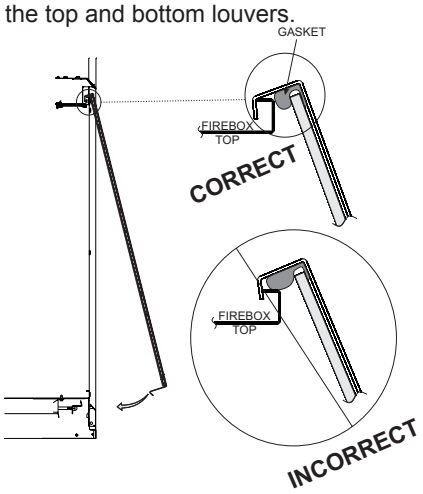

Figure 99
1. When installing the Glass Door assembly, make sure that the door top flange is hooked over the firebox top flange as illustrated in the "Correct" view in **Figure 99.**
Important: Do not allow the gasket across the top of the door to roll up on top of the firebox flange as shown in "Incorrect" view in Figure 99.